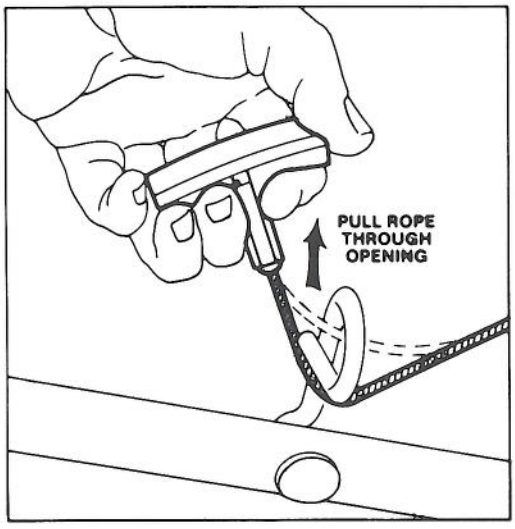
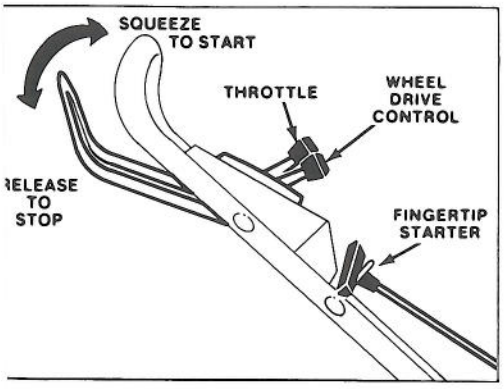

Figure 3
Figure 7
3. STARTER ROPE (Fig. 3) — Pull starter rope through opening in rope guide. By squeezing control bar (Fig. 7) against handle, blade brake will release and allow rope to be pulled easily up to rope guide.
1. CONTROLS (Fig. 7) — Wheel drive control throttle, blade control bar and fingertip starter are on upper handle.
2. STARTING (Fig. 7) — Push wire onto spark plug. Move wheel drive control to DISENGAGE and throttle control to CHOKE. Cover hole in center of primer with thumb and push once. Hold control bar against handle. Pull fingertip starter and regulate throttle as required when engine starts.
3. SELF-PROPELLING (Fig. 7) — Move wheel drive control to ENGAGE. Front wheels will now drive mower. For maneuvering and making turns, push down on handle to raise front wheels slightly off grass. Move control to DISENGAGE detent to stop front wheel drive.
4. STOPPING (Fig. 7) — Release control bar to stop engine and blade. Pull wire off spark plug if mower is unattended or not used.